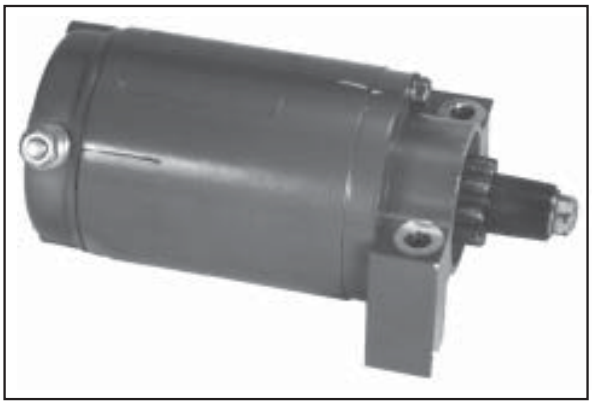

Figure 8-41. Starter Assembly Match Marks.
2. Locate the small raised line on the edge of the drive end cap. On starters with Style ''A'' commutator end caps, it will be aligned with a pre-marked line on the starter frame. The frame is not pre-marked on starters with Style ''B'' end caps. Place a piece of masking tape on the frame and mark a line on the tape in line with the raised line on the end cap. See Figure 8-41.
3. Install the drive end cap over the drive shaft. Make sure the match marks on the end cap and starter frame are aligned. See Figure 8-41.